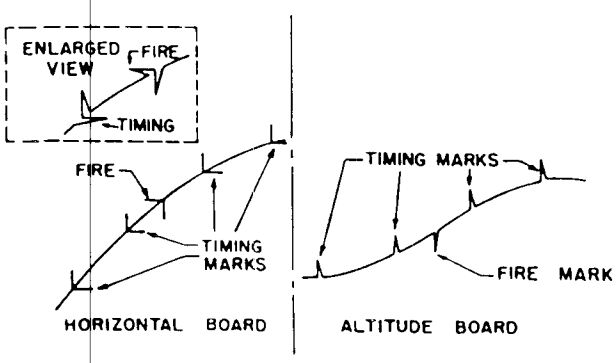

*Figure 118. Time and fire order marks.*
*c. Timing Marks and Fire Order.* In addition to the flight path of the missile and the target in the horizontal plane, time marks are recorded along each plot every 10 seconds (time marks), the time the fire order was given (fire order), and the point of origin of the coordinates (reference mark). Figure 118 shows the time and fire order